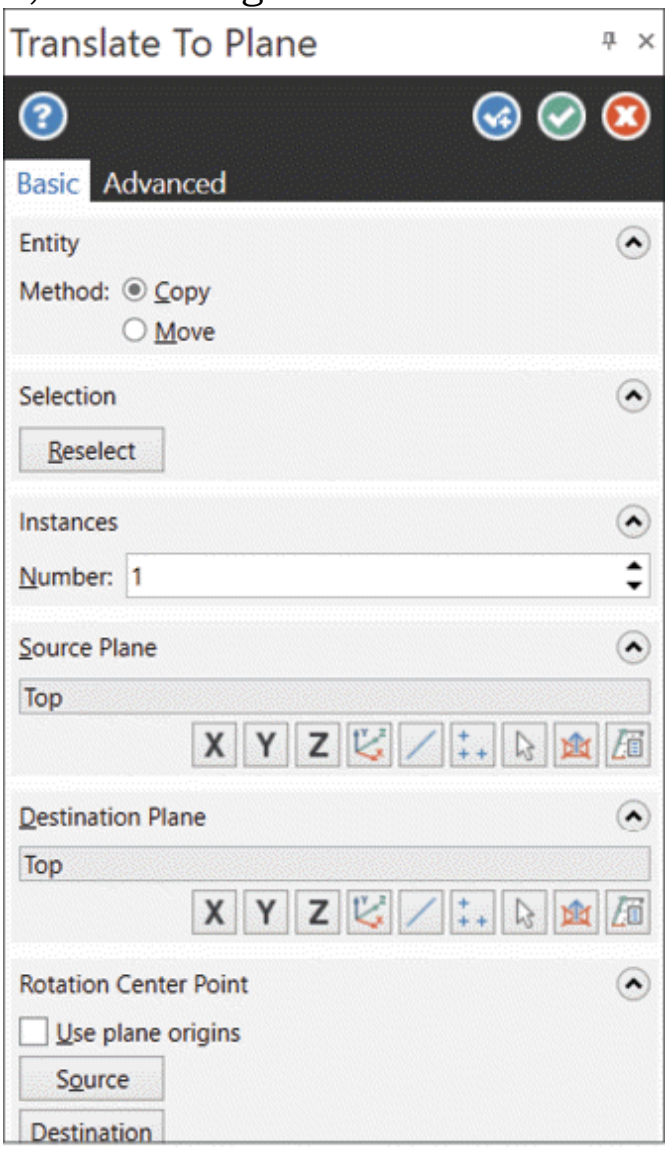

Figure-5. Translate To Plane Manager
- Select desired objects and click on the **End Selection** button. The options of **Translate To Plane Manager** will become active; refer to Figure-5.